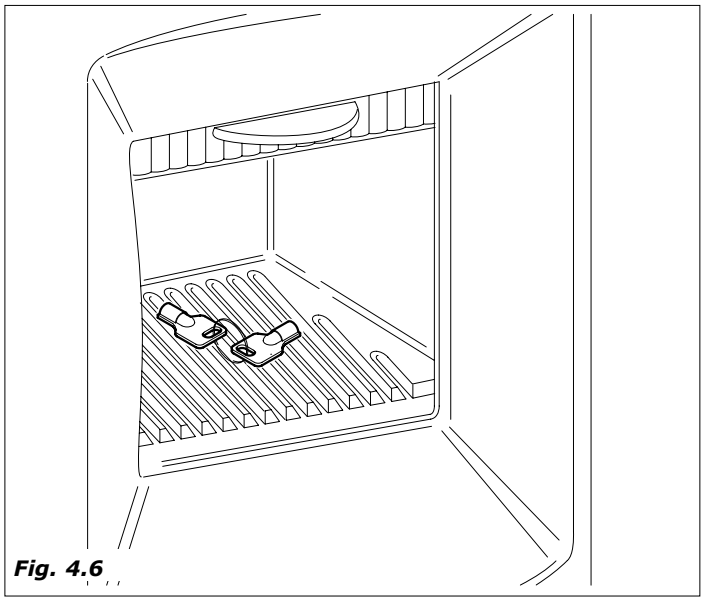

Fig. 4.6
– tirar a chave da zona distribuição *(Fig.4.6)*